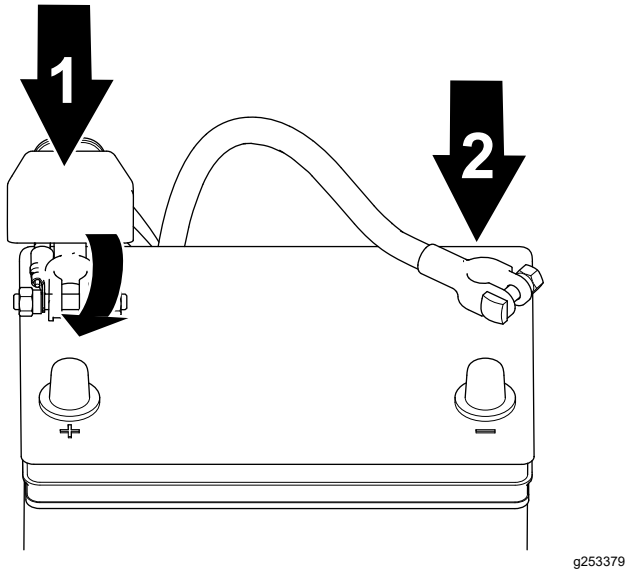

Figuur 35
1. Sluit de pluskabel weer op de accu aan en draai de moer van de accuklem vast (Figuur 35).
2. Sluit de minkabel weer op de accu aan en draai de moer van de accuklem vast (Figuur 35).